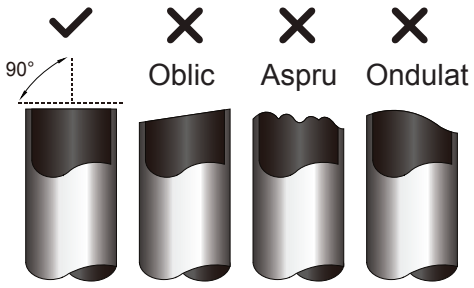

Fig. 5.1
3. Asigurați-vă că țeava este tăiată la un unghi perfect de 90o. Consultați **Fig. 5.1** pentru exemple proaste de tăiere.